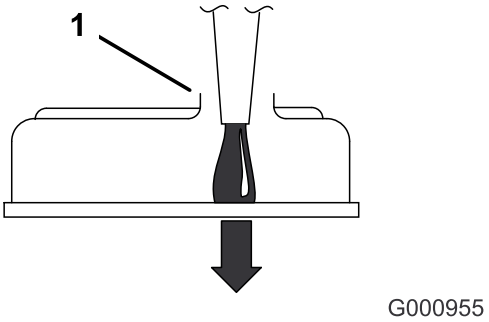

**Figur 51**
**Viktigt: Fyll på olja väldigt sakta och blockera inte påfyllningshålets öppning (Figur 51). Om oljan fylls på för snabbt eller hålet blockeras kan oljan rinna bakåt och skada luftintagen, vilket leder till motorskador.**